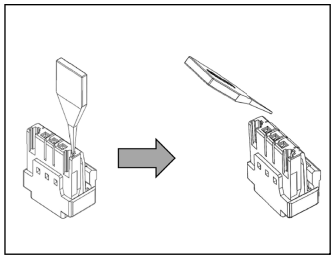

fig.3
(3) Tilt the holding part and snap off the tip of coding key. (fig.3)